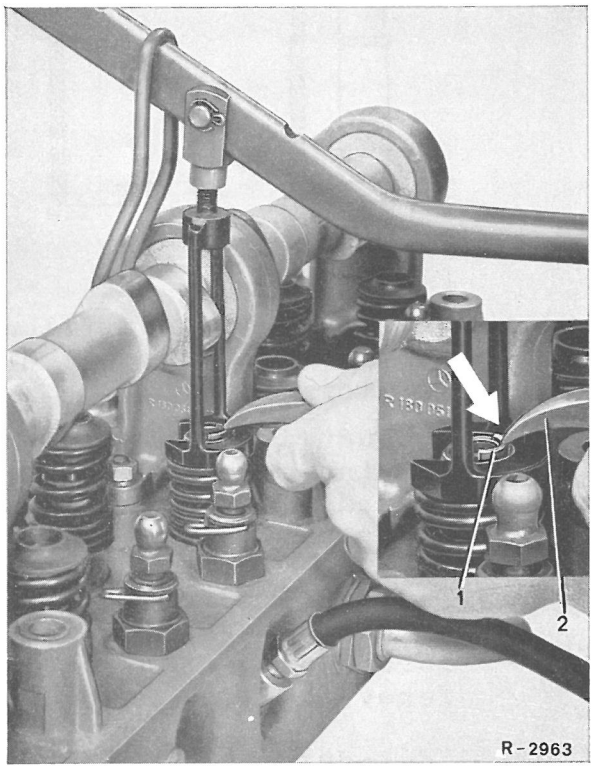

Fig. 05-3/4
5 Med montageværktøj 112 589 08 61 00 trykkes ventilfjederskålen så langt ned, at ventilkonushalvdelen (1) er fri og kan tages op med en magnetløfter (2) fig. 05-3/4.